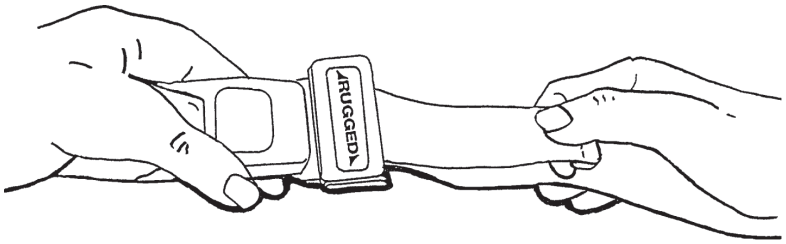

Afbeelding 48
- **Om de veiligheidsriem te verkorten:** grijp het omzoomde lipje vast en trek de riem terug door de tong totdat de riem zo strak staat als gewenst (Afbeelding 48).